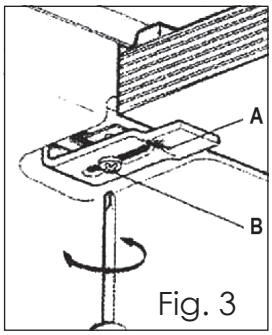

Fig. 3
3) With a screwdriver assemble the 4 plates A with the special screw B (fig. 3).